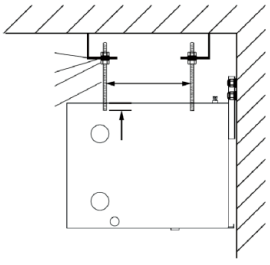

Rys.9
- Kołek do zawieszenia produktu nie może być dłuższy niż 20mm. Rys. 9